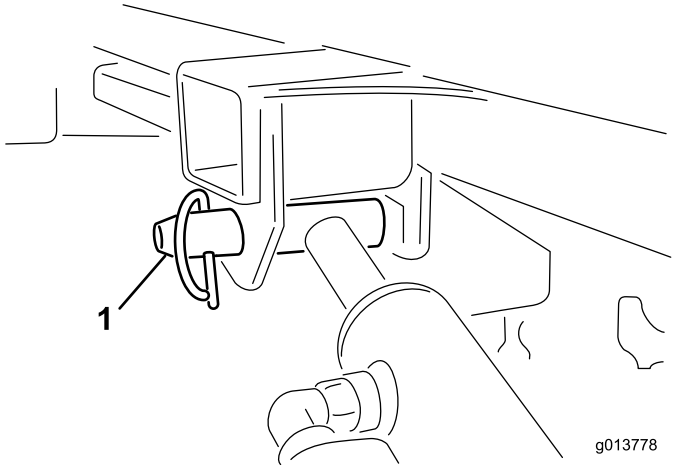

Figuur 44
11. Houd met de ene hand de hefcilinder vast. Verwijder met de andere hand de vergrendelpen van de hefcilinder (Figuur 44).